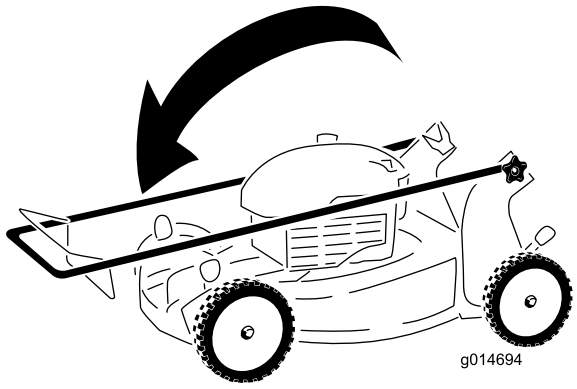

Figuur 25
2. Klap het bovenste deel van de handgreep naar achteren zoals word getoond in Figuur 25.